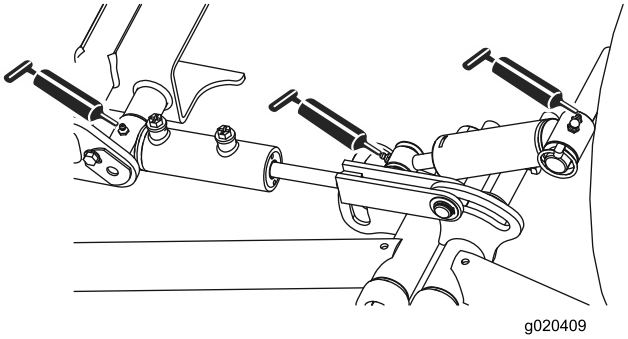

Figur 43
- Främre lyftarmstappar och lyftcylindrar (3 var) (Figur 43)